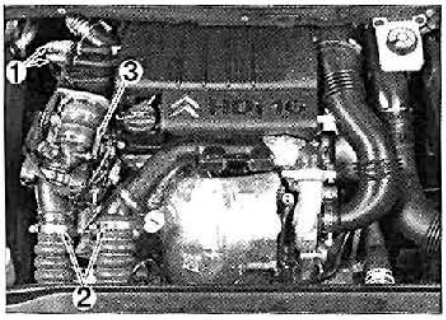

FIG. 4
- Separar **(fig. 4)**:
- los racores de alimentación de combustible (1).
- los tubos de entrada y de salida del intercambiador aire/aire (2).
- Desconectar la conexión eléctrica (3) (fig. 4).
• Conectar la conexión eléctrica (3) **(fig. 4)**.
• Reacoplar **(fig. 4)**: